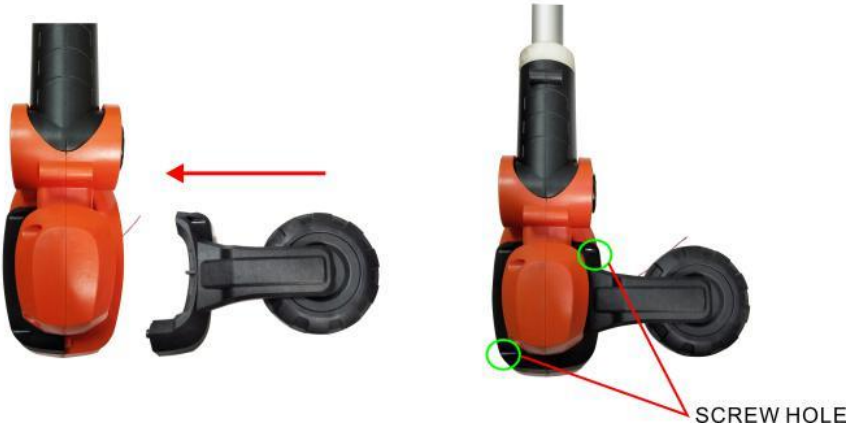

FIG.2
9.2 Het geleiderwiel monteren (Fig. 2) 9